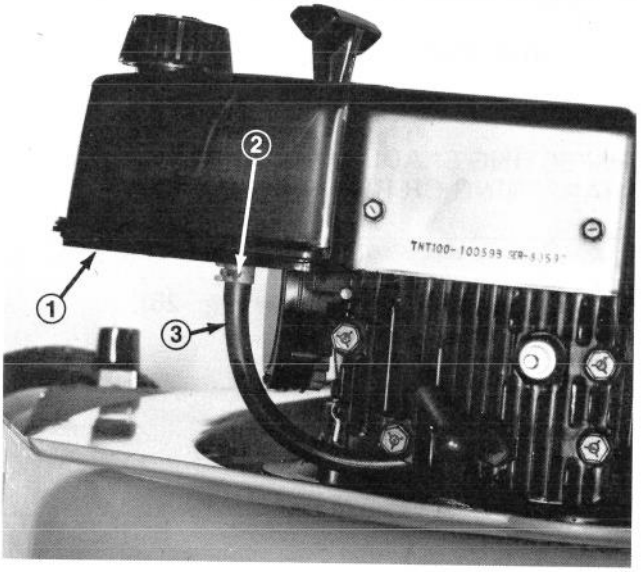

Figure 33
2. Squeeze ends of clip holding fuel line on fuel tank fitting (Fig. 33). Slide clip down fuel line.